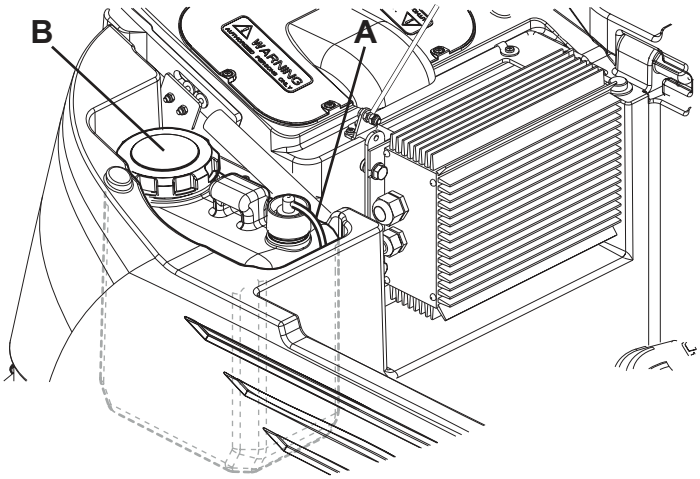

Afbeelding 10
2. Open de afdekking (20) en controleer of de vuilwatertank (19) leeg is. Leeg deze anders met de afvoerslang (24). Sluit de afdekking (20).
3. Til de vuilwatertank (44) voorzichtig op.
4. Draai de dop los en ontkoppel de slang (A. Afb. 10) uit de tank (B).
7. Plaats de tank (42) weer terug in de ruimte, zoals aangegeven in de afbeelding, en sluit deze aan op de leiding (A).